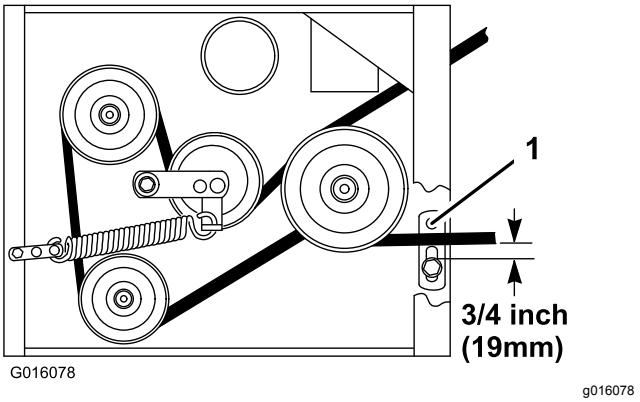

**Figur 48**
8. Kontrollera remstyrningen under motorramen med avseende på korrekt justering (Figur 48).
**Obs:** När klipparremmen kopplas in ska avståndet mellan remstyrningen och klipparremmen vara 19 mm (Figur 48). Justera klipparens remstyrning efter behov. Den frånkopplade remmen ska inte slacka eller falla av remskivan när styrningarna är korrekt justerade.